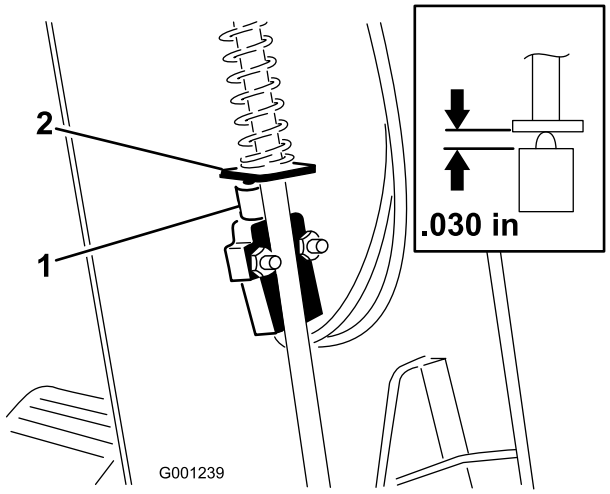

Figuur 62
3. Schuif de kap omhoog langs de stuuras zodat de PARKEERREMSCHAKELAAR zichtbaar wordt (Figuur 62).
5. Houd de peddel van de parkeerremstang recht voor de plunjer van de schakelaar (Figuur 62)
6. Duw de parkeerremstang omlaag en zet de schakelaar omhoog totdat de lengte van de samengedrukte plunjer van de schakelaar 0,76 mm is (Figuur 62, inzet).